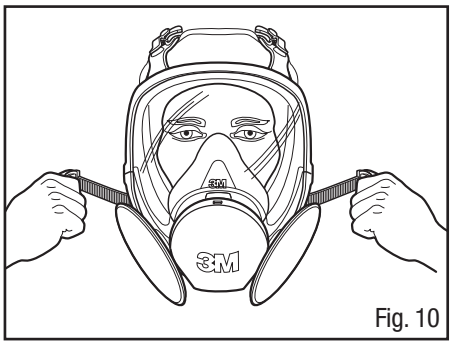

Fig. 10
2. Puxe as extremidades dos quatro tirantes para ajustar o respirador, começando com os tirantes do pescoço, depois os da testa. Não aperte em demasia os tirantes (Fig. 10).